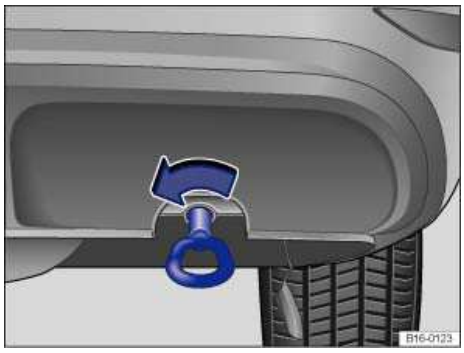

Fig. 188 In the rear right bumper: Screwing in the towing lug.
There is a threaded hole for the towing eye in the right rear bumper ⇒fig. 188.
- Screw the towing eye **counterclockwise** into the threaded hole as far as it will go (arrow) ⇒fig. 188 ⇒ ⓘ. Use the lug wrench to turn and tighten the towing eye.